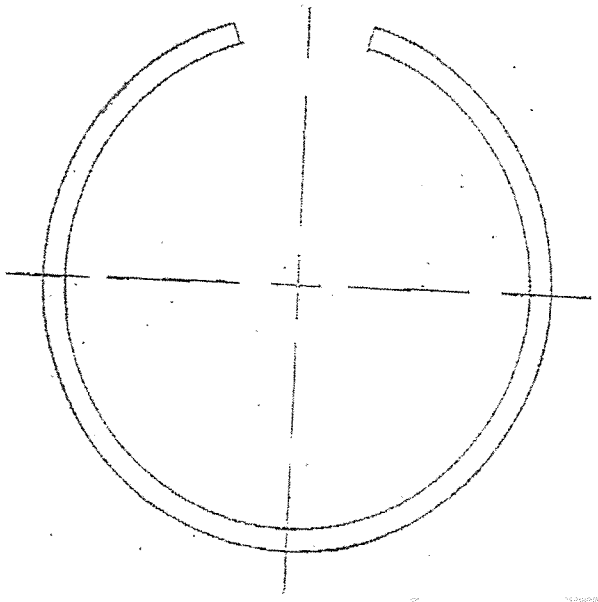

FIGURE 1
2.1 FIGURE 1, on DIAGRAM SHEET 1, shows a cylinder with open ends.